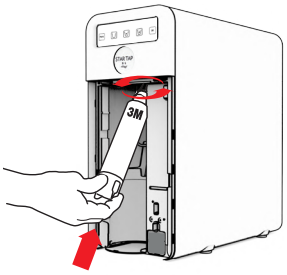

Fig. 4-29
41.5 - Prendere il filtro nuovo dopo averne rimosso la pellicola protettiva e inserirne l'estremità superiore nella sede di aggancio, spingendola verso l'alto e ruotandola da sinistra verso destra fino a raggiungere il punto di blocco. Provare a tirare il filtro verso il basso per assicurarsi che sia perfettamente agganciato, nel caso si dovesse sfilare ripetere l'operazione descritta precedentemente, vedi Fig. 4-29.